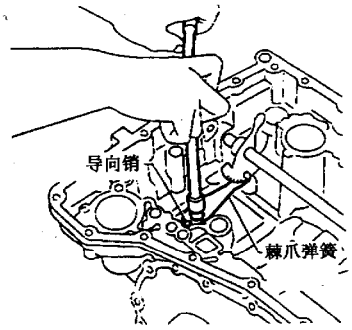

图9－13－2
(2) 如图9－13－3所示，取出手动板止动销。
(3) 取出驻车杆盘止动销。
(4) 从手动轴上拆下驻车杆盘。